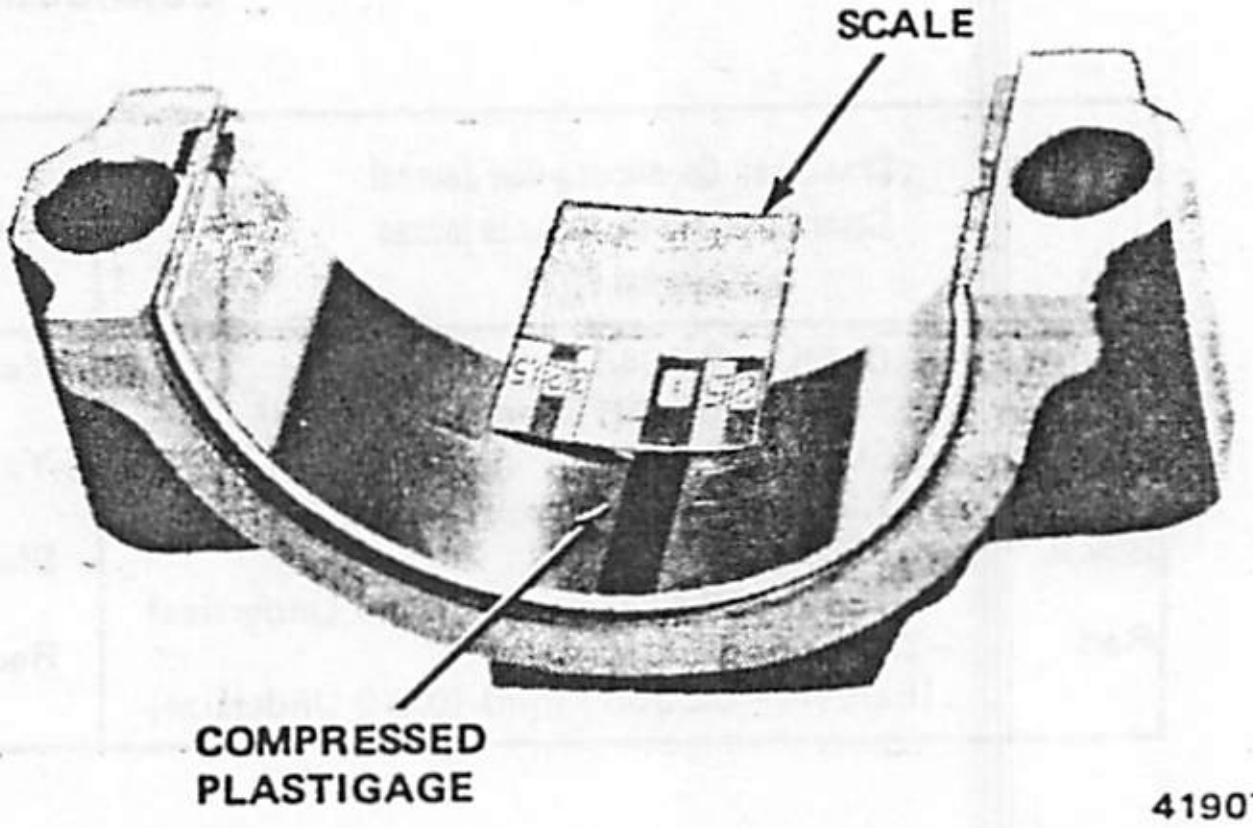

Fig. 1B-136 Connecting Rod Bearing Clearance Measurement with Plastigage
(5) Remove bearing cap and determine amount of clearance by measuring width of compressed Plastigage with scale on Plastigage envelope (fig. 1B-136).